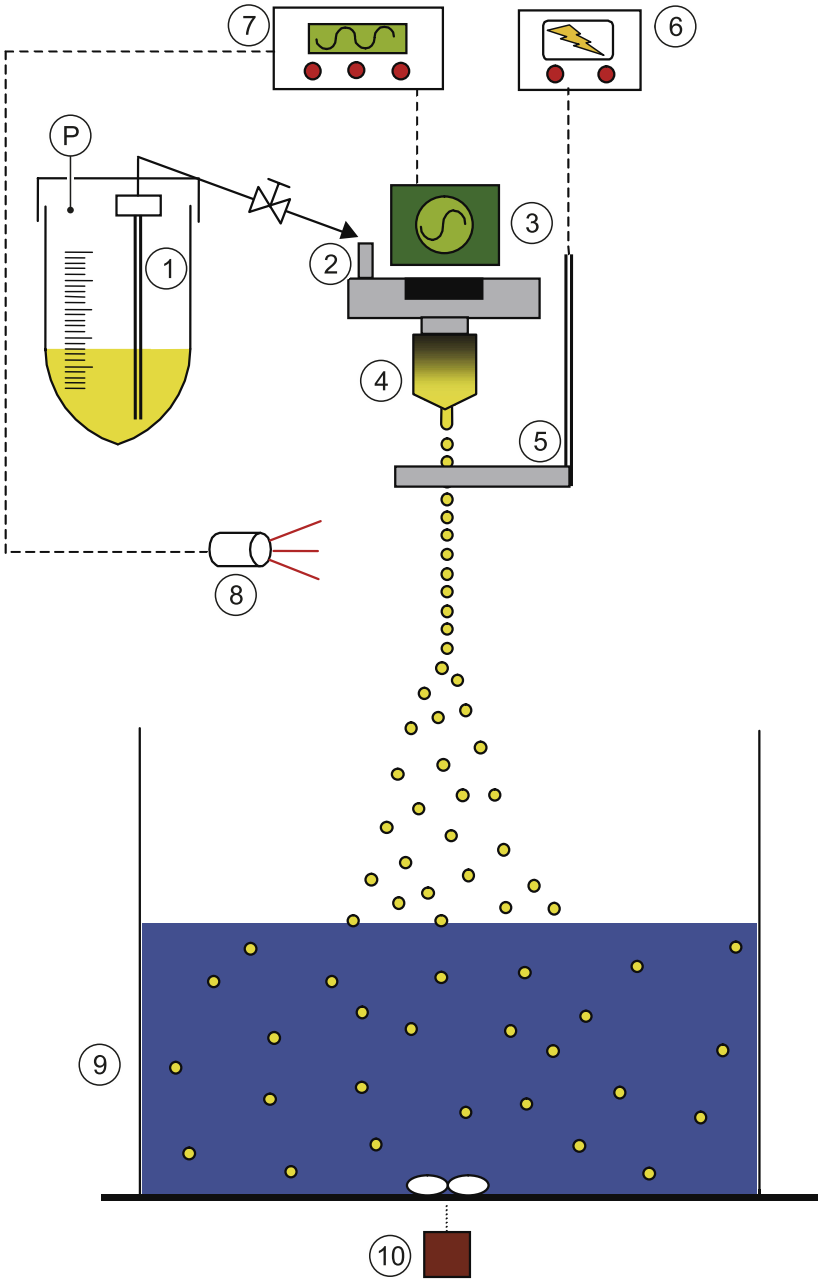

Figure 4-1 : Représentation schématique de l'Encapsulator B-390
Le produit à encapsuler (ingrédients actifs, enzymes, produits chimiques et cellules) est mélangé à un polymère d'encapsulation (habituellement l'alginate) et le mélange est placé dans le flacon à pression ① voir la *figure 4-1*. La pression d'air (P) force l'entrée du mélange polymère-produit dans l'unité de production de billes ②. Le liquide traverse ensuite une buse percée avec précision ④ et se dissocie en gouttelettes de taille homogène à la sortie de la buse. Ces gouttelettes traversent un champ électrique entre la buse ④ et l'électrode ⑤ avec pour résultat une charge superficielle. La répulsion électrostatique disperse les gouttelettes dans le bain de polymérisation. Le bain de polymérisation doit être mis à la terre.